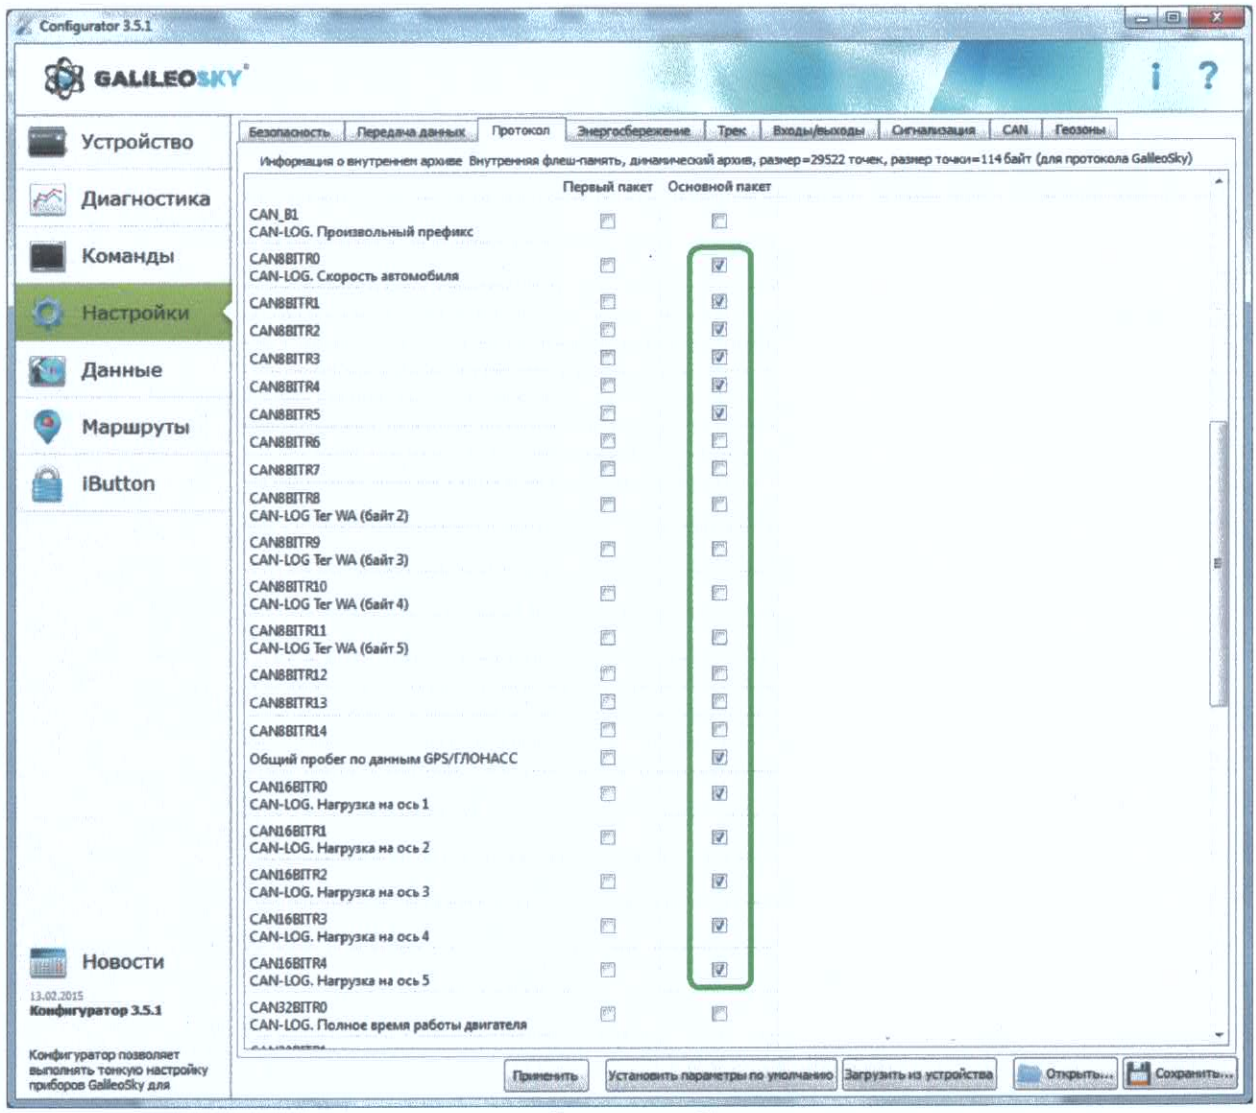

Рисунок 3
4.1.4. Для настройки протокола передачи данных, на вкладке «Протокол» необходимо установить галочки напротив параметров, которые надо передавать на сервер (Рис. 3):